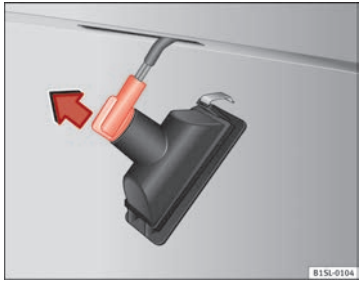

Fig. 159 Number plate light: Remove the lamp holder ▶
4.	Turn the bulb holder with the bulb **anticlockwise** and remove it in the direction of the arrow ⇒ Fig. 159.
6.	Place the bulb holder in the number plate light and press in the opposite direction to the arrow as far as possible ⇒ Fig. 159.